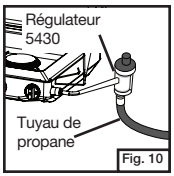

Fig. 10
- Fixez le tuyau au régulateur 5430 et enfilez-le sur le réchaud comme indiqué à la fig. 10.